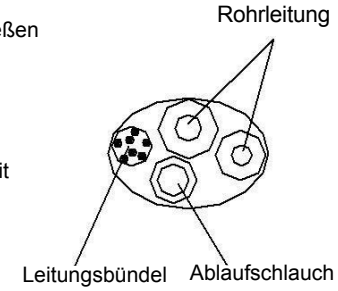

Abb. 6
1. Anschluss der rechten hinteren Rohrleitung (ähnlich der rechten unteren Rohrleitung) (optional, siehe Abb. 6)